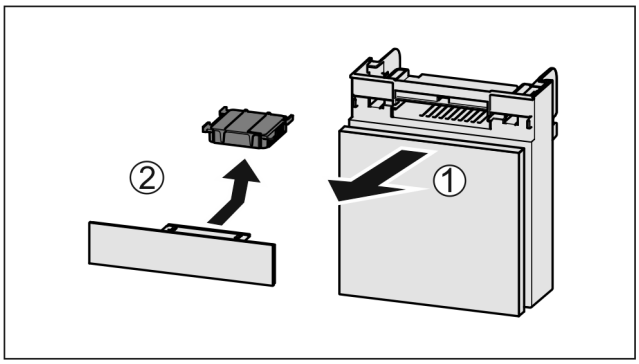

Fig. 244
- ▶ Lade vanaf de voorkant eruit trekken *Fig. 244 (1)*.
- ▶ Actiefkoolfilter verwijderen *Fig. 244 (2)*.